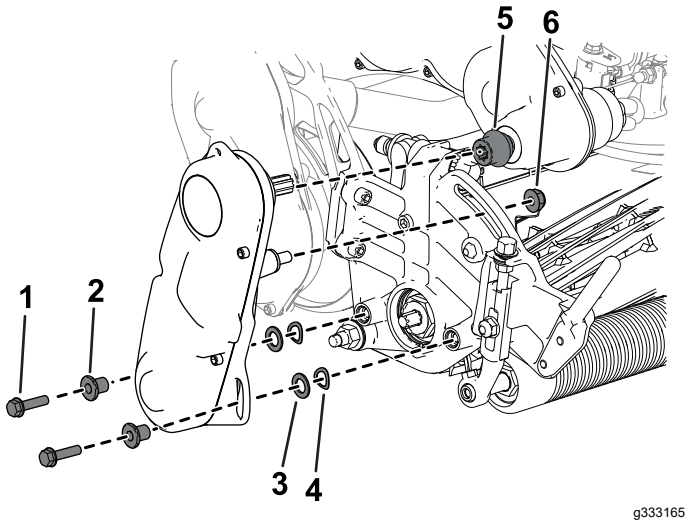

Figur 48
3. Ta bort cylinderdrivsats från klippenheten (Figur 48) och spara fästelementen.